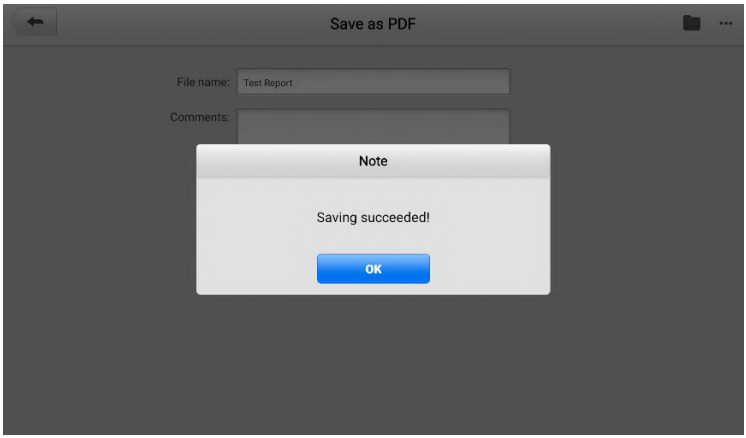

Figure 5-110 ***Save Report Screen 3***
1. Either tap **View Report** (refer to *Figure 5-110 Save Report Screen 3*), or tap the **Data Manager** application, select the **Cloud Report** icon, and select a specific report—to access the Test Report screen.